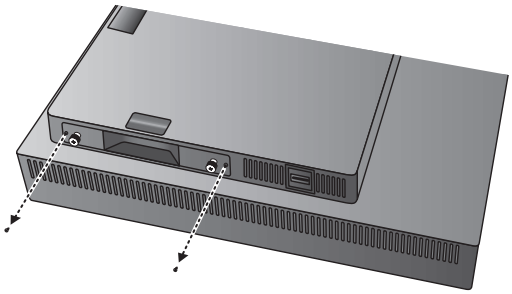

Figure G.2
3. Retirez les vis extérieures (**Figure G.2**).